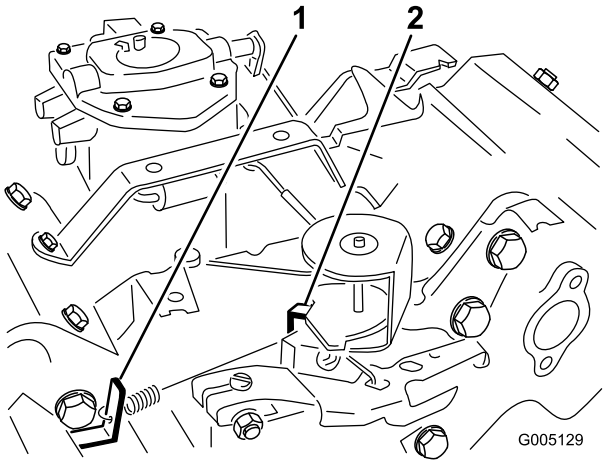

Figur 47
3. Böj förankringsbrickan till varvtalshållarfjädern (Figur 47) tills tomgångshastigheten är 1625 ± 100 varv/minut. Kontrollera hastigheten med en varvräknare.
5. Flytta gasreglaget till det snabba läget. Böj förankringsbrickan till fjädern för hög hastighet (Figur 47) tills en hög hastighet på 2 850 ± 50 varv/minut uppnås.